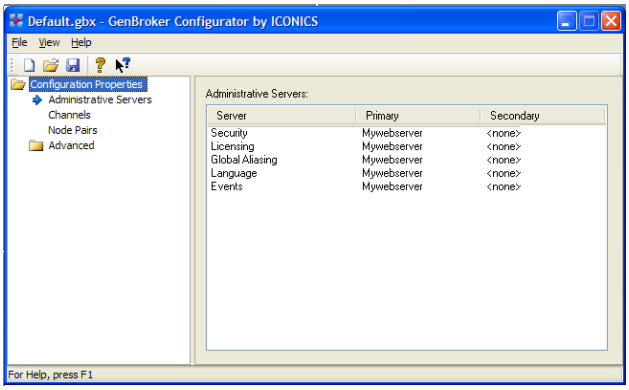

Figure L3.2: Configuration of Default.gbx
3. Click the **Edit** button to view the file so that we can understand how it is configured. The configuration file is shown in **Figure L3.2.**